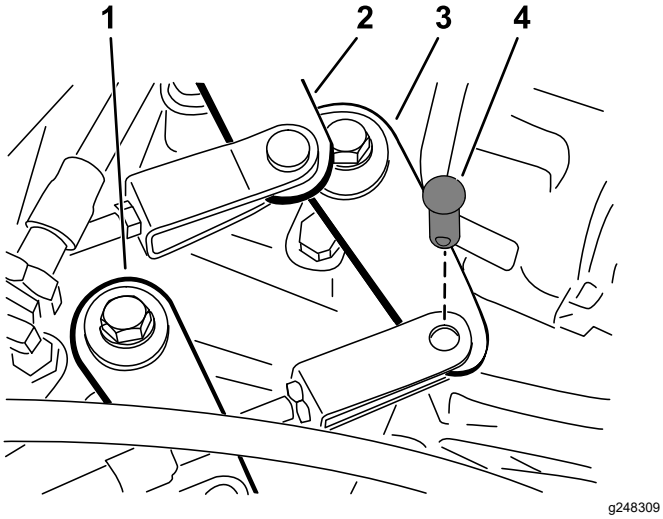

Figur 45
2. Fjern splittpinnene som fester girkablene til transakselens girarmer (Figur 45).
1. Fjern splittpinnen som fester kabelen for høy/lav hastighetsinnstilling til transakselen (Figur 45).